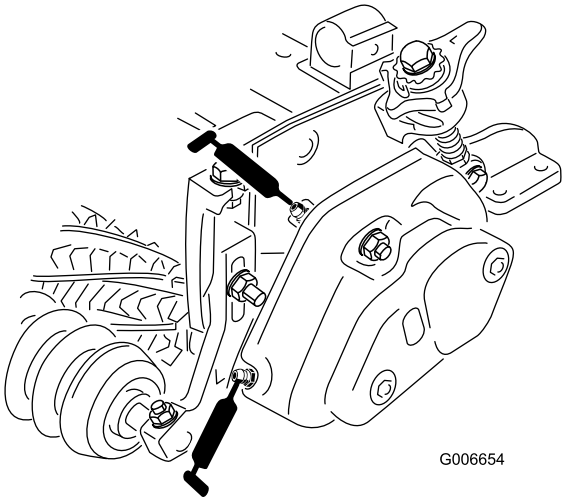

Figura 14
25. Encha cada caixa de rolamentos do cilindro com massa lubrificante (Figura 14). O excesso de massa lubrificante será purgado, entre os vedantes interiores e os resguardos dos vedantes.
26. Lubrifique cada um dos rolamentos do rastelo (2 ou 3 aspersões, no máximo) (Figura 14). Não lubrifique excessivamente, pois tal excesso poderá provocar problemas no vedante. Limpe a massa lubrificante em excesso.